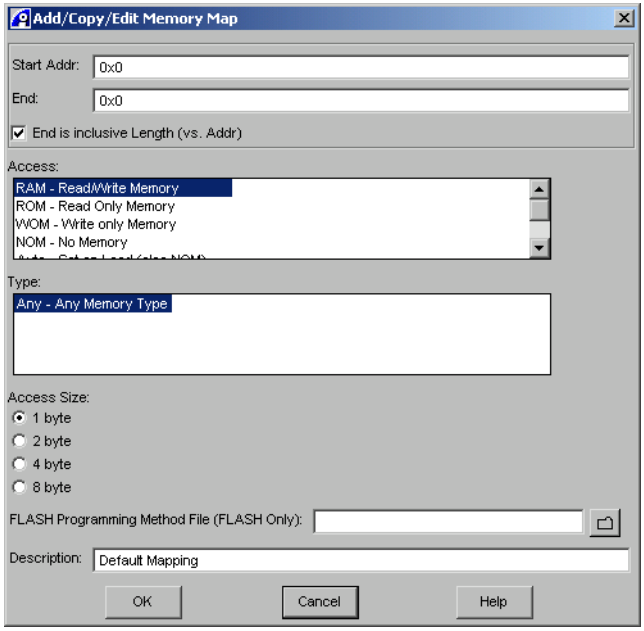

Figure 5-1 Add/Copy/Edit Memory Map dialog box
2. Select **Add or Copy Map Entry...** to display the Add/Copy/Edit Memory Map dialog box, shown in Figure 5-1.
Displays the Add/Copy/Edit Memory Map dialog box, shown in Figure 5-1 on page 5-5, where you can create a new map entry based on an existing entry.
Displays the Add/Copy/Edit Memory Map dialog box, shown in Figure 5-1 on page 5-5, where you can edit a map entry.